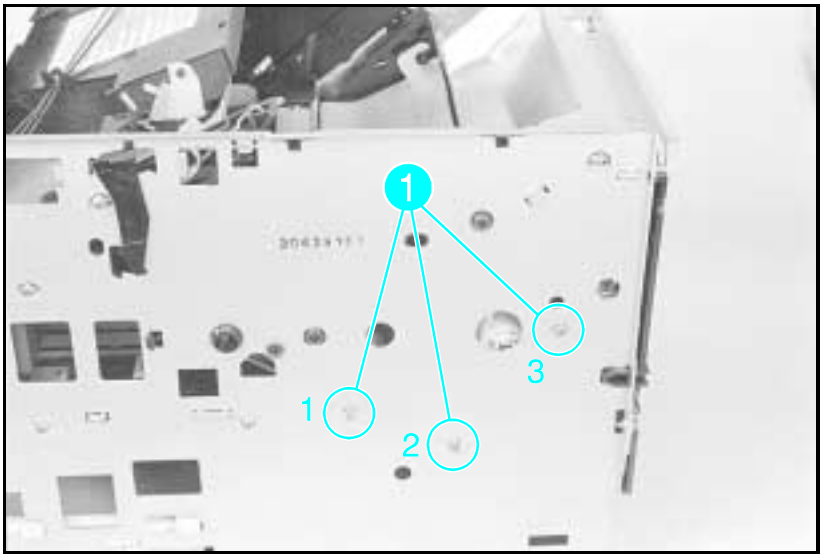

Figure 6-18 Paper Feed Assembly Screws (numbered)
5 Remove the (3) screws from the left side of the printer (see Figure 6-18, callout *1*).